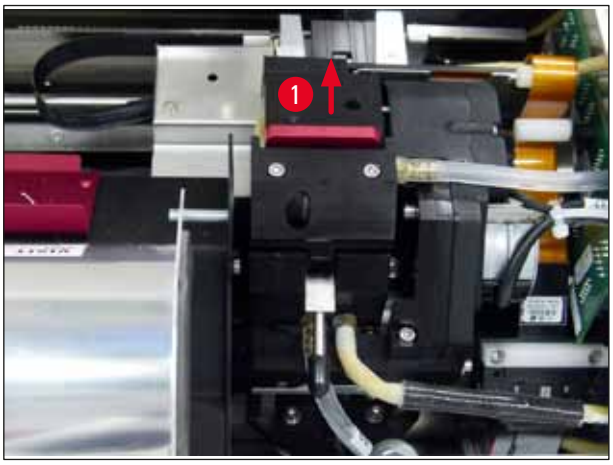

Fig. 52
2. El cabezal de impresión (→ "Fig. 52-1") se desplaza hacia arriba hasta quedar aprox. a 1 cm de la falda obturadora (→ "Fig. 52").